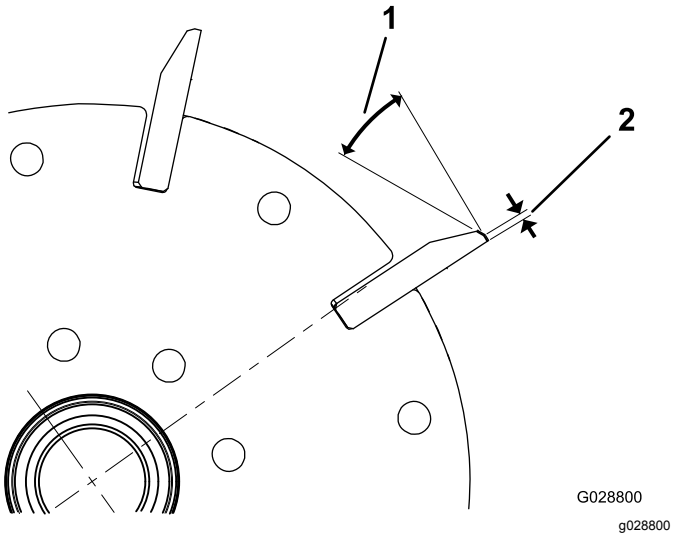

Figur 64
1. Slipa en ställvinkel på 30° på alla cylinderknivar tills landbredden är 1,3 mm (Figur 64).